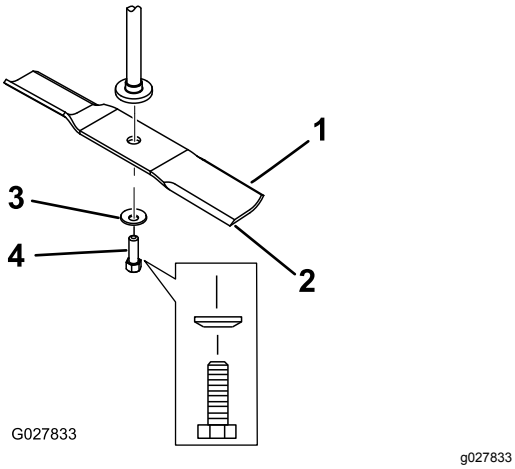

Figur 56
2. Avlägsna knivskruven, den böjda brickan och kniven från spindelaxeln (Figur 56).
1. Montera kniven på spindelaxeln (Figur 56).
2. Montera den böjda brickan (den kupade sidan mot kniven) och knivskruven (Figur 56).